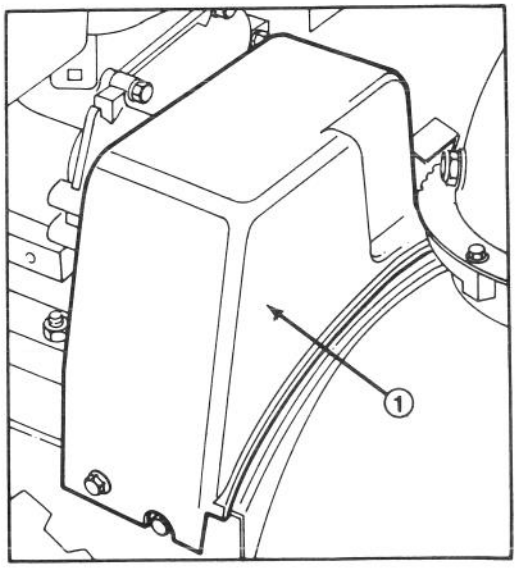

Abbildung 23
2. Die beiden Blechschrauben des Riemenschutzes entfernen und den Riemenschutz abnehmen (Abb. 23).
3. Den Räumwerkantriebsriemen von der Motorriemenscheibe und von der großen Räumwerk/Gebläse-Riemenscheibe abnehmen (Abb. 23).